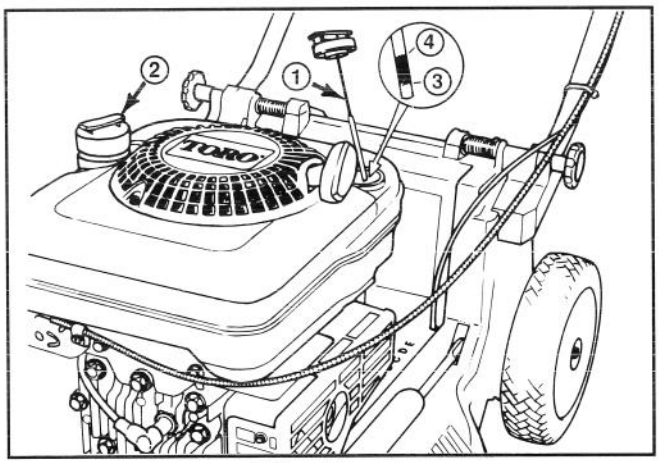

Afbeelding 6
3. Veeg de oliepeilstok af en steek hem weer in het vulgat. Draai de dop een kwartslag naar rechts. Verwijder daarna de oliepeilstok weer en controleer het oliepeil (Afb. 6). **INDIEN HET PEIL TE LAAG IS, OLIE BIJVULLEN TOT AAN DE VULLIJN OP DE OLIEPEILSTOK. VUL NIET BOVEN DE VULLIJN OMDAT DE MOTOR BIJ HET STARTEN ZOU KUNNEN BESCHADIGEN. LANGZAAM BIJVULLEN.**
1. Maak de tank rond de dop schoon en verwijder de dop van de tank (Afb. 6). Vul de tank met loodvrije benzine tot ongeveer 6-13 mm van de rand.
1. CONTROLEER HET OLIEPEIL—Houd het oliepeil tussen ''ADD'' en ''FULL'' zoals op de oliepeilstok is aangegeven (Afb. 6).
2. MAAIEN EN GRASPAKKING—De beste resultaten worden verkregen, wanneer ongeveer 1/3 van de grasspriet wordt afgemaaid. Als het gras lang is, stel dan de maaier tijdens de eerste maaironde in de hoogste stand (E). Maai het gras daarna nog eens op normale maaihoogte. Indien u teveel van het lange gras afmaait, kan de maaier verstopt raken en de motor afslaan.